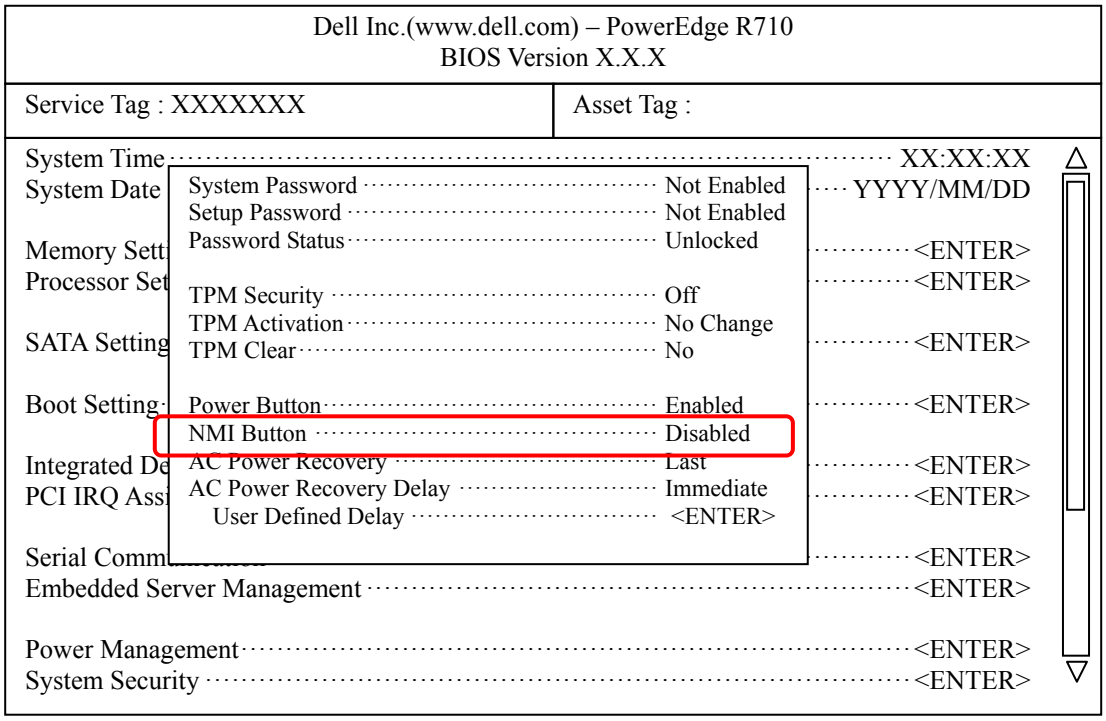

Figure B.2.3-2 System Security window
(5) The System Security window is displayed as shown in Figure B.2.3-2.
(6) Press [Esc] key at the system security window as shown in Figure B.2.3-2.